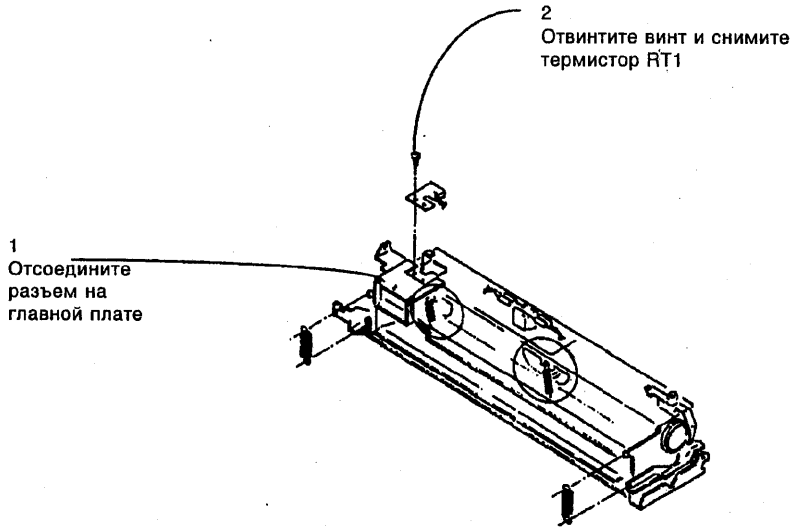

Рисунок 1. Снятие термистора (RT1)
1. (рис. 1) Снимите термистор (RT1).